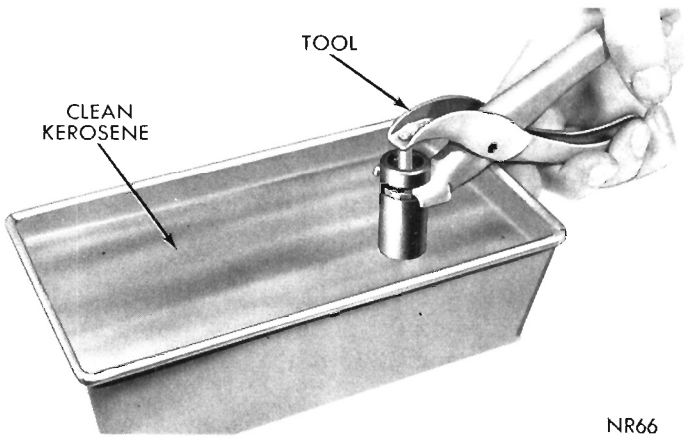

Fig. 22—Testing Tappet Using Tool C-3160
(1) Fill a pan with clean kerosene.
(2) Remove cap from plunger and plunger from tappet body.
(3) Fill tappet body with kerosene and install plunger.
(4) Unseat check valve with a brass rod to permit complete installation of plunger. Replace cap.
(5) Hold tappet in an upright position and insert lower jaw of pliers, Tool C-3160, in the groove of tappet body (Fig. 22).
(6) Engage jaw of pliers with top of tappet plunger. Test leakdown by compressing the pliers. If plunger collapses almost instantly as pressure is applied, disassemble tappet, clean and test again (Fig. 22).
(7) If tappet still does not operate satisfactorily after cleaning, install a new tappet assembly.